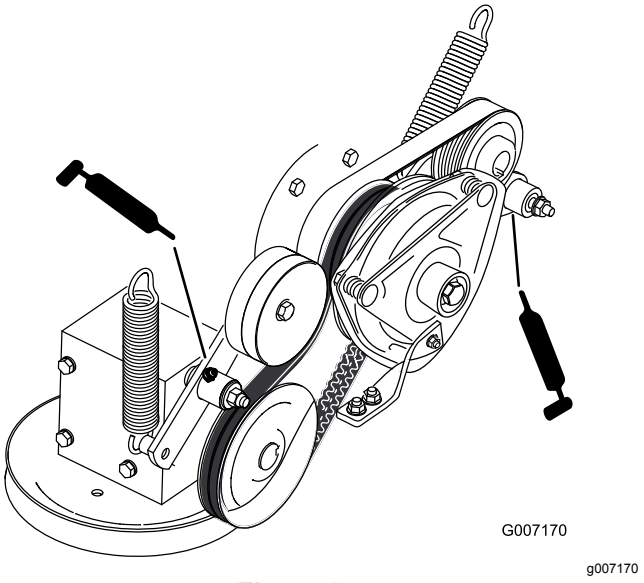

Figur 56
8. Smörj kraftuttagets mellandrevsarm (Figur 56).
9. Smörj pumpremmens mellandrevsarm (Figur 56).